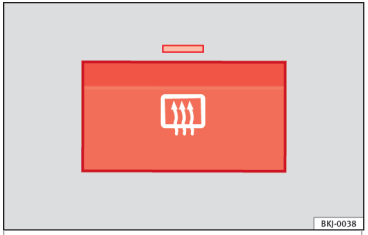

Fig. 152 Junto con los mandos de la climatización: conmutador de luneta térmica.
– Pulse el conmutador de desempañado ››› fig. 152